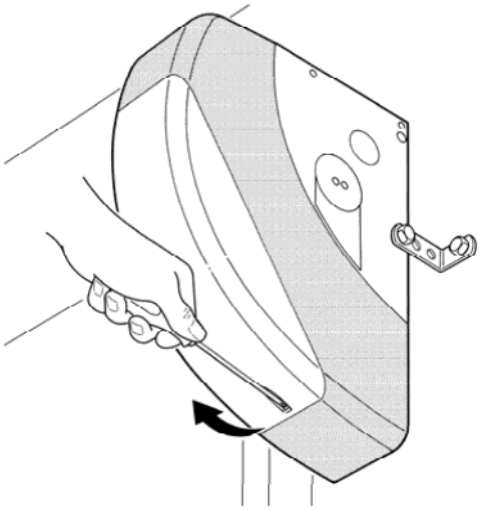

Fig. 5
1. Чтобы снять защитный кожух и получить доступ к электронной плате управления SOON, выньте саморез и поднимите кожух вверх (Рис. 5).